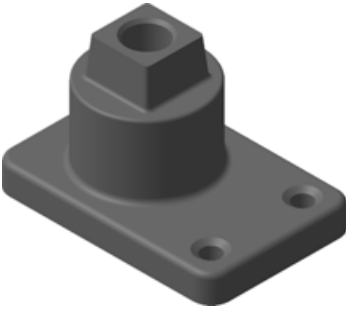

Рис. 2.100
- На этом построение детали закончено (рис. 2.100). Для сохранения готовой модели на диске щелкните на кнопке **Сохранить** панели **Стандартная**.